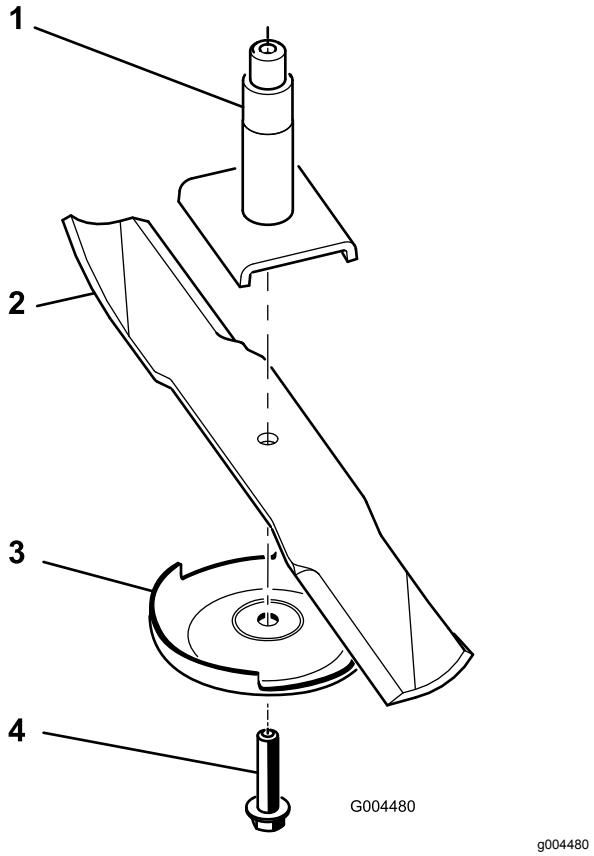

Rysunek 74
2. Obracaj śrubę ostrza w prawo, aby ją odkręcić (Rysunek 74).
3. Zdejmij płytę zapobiegającą zdzieraniu darni i ostrze z wału wrzeciona (Rysunek 74).